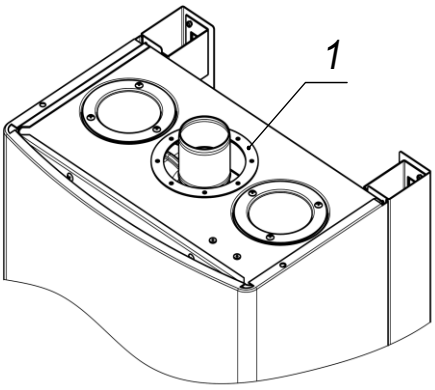

Рис. 8. Установка прокладки
2) установить прокладку 1 (поставляется в комплекте с аппаратом) (см. Рис. 8);